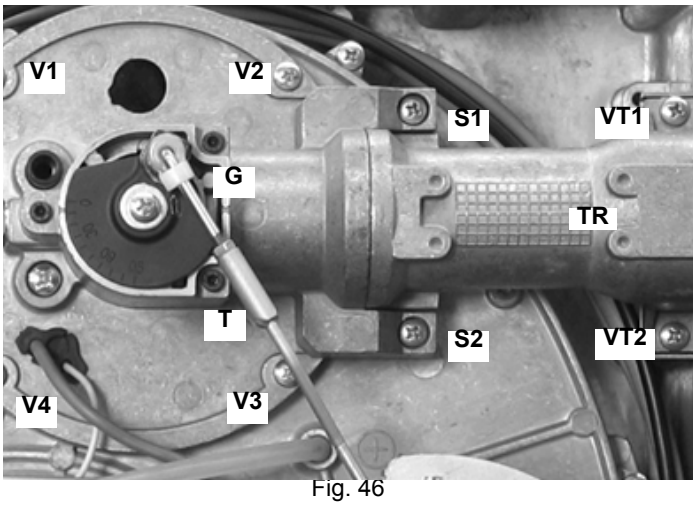
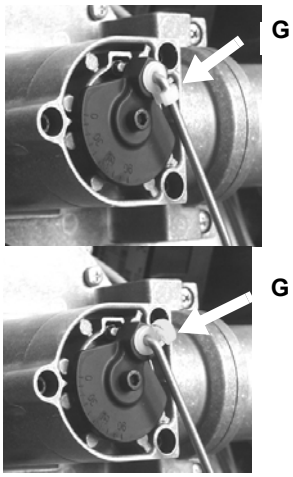
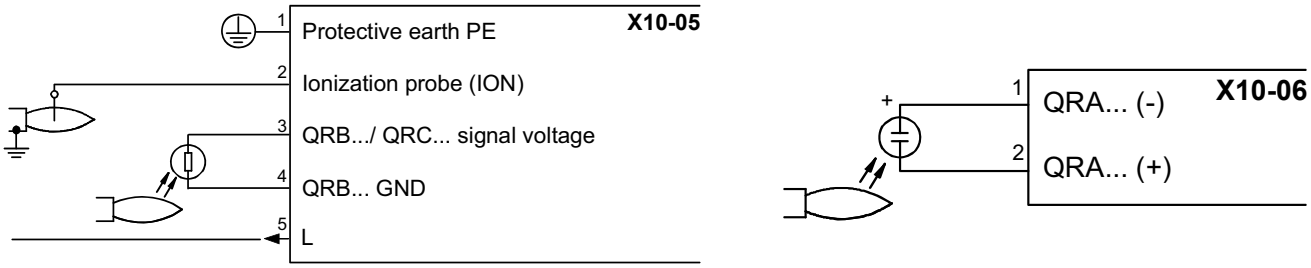

Fig. 46
Fig. 47
Fig. 51
- Check the ignition and detection electrodes, clean and adjust if necessary (see Fig. 47). In case of doubr, check the detection current according to the schemes in Fig. 51.
1 By means of the plastic hook **G**, unlock the rod **T** (Fig. 46) which drives the butterfly valve (Fig. 46 and Fig. 47), to disconnect it from its seat.
2 Remove the screws **V1**, **V2**, **V3**, **V4** and the screws **S1** and **S2** (Fig. 46).